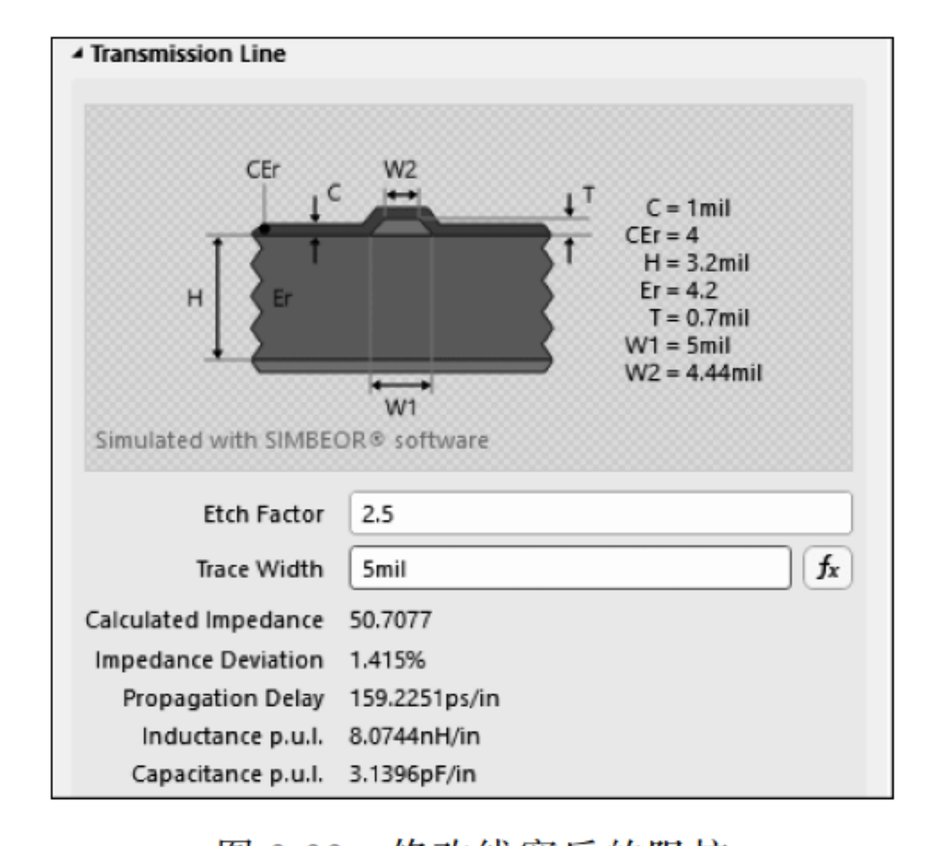

图 3-33　修改线宽后的阻抗
④ 实际生产中，尽量将走线线宽和线距设置为整数或小数点后一位，以满足制造商的生产精度。阻抗计算器支持正向和反向阻抗计算，默认模式为正向（输入阻抗，软件自动计算线宽）。需要反转模式，输入线宽并按下 Enter 键即可算出阻抗值。单击按钮 fx 将回归正向计算。
⑤ 将线宽改为 5mil 后，按下 Enter 键，即可看到如图 3-33 所示的数据变化，误差在 10%范围内，可使用 5mil 线宽进行 PCB 设计。